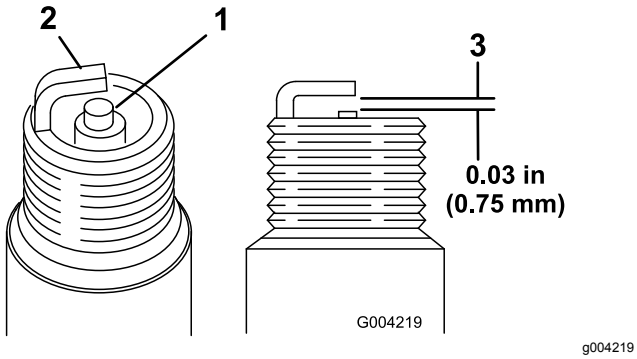

Figuur 51
1. Bekijk de binnenkant van de bougies (Figuur 51). Als de isolator lichtbruin of grijs is, werkt de motor naar behoren. Een zwarte laag op de isolator duidt meestal op een vuil luchtfilter.
2. Controleer de afstand tussen de centrale elektrode en de massa-elektrode (Figuur 51).
3. Verbuig de massa-elektrode (Figuur 51) om de juiste afstand in te stellen indien dit nodig is.